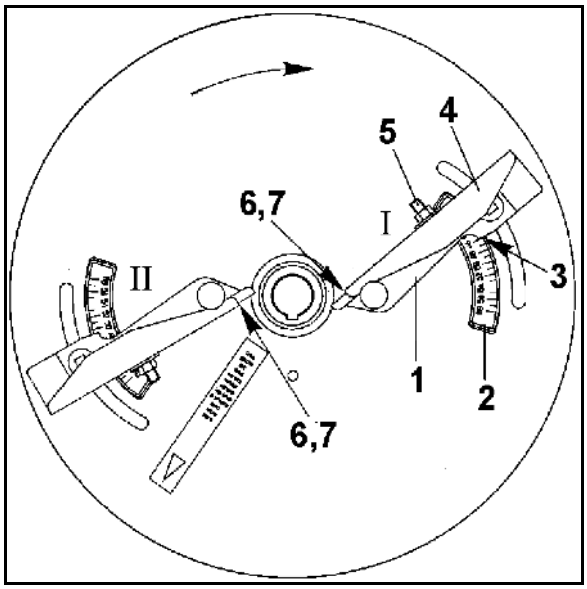

Rys. 82
następuje poprzez teleskopowe łopatki (Rys. 82/1), według danych z tabeli wysiewu, w zależności od rodzaju nawozu i odległości śladów pierwszego przejazdu od krawędzi pola, w następujący sposób:
1. Teleskopowe łopatki (Rys. 82/1) na tarczy wysiewającej, po poluzowaniu odpowiednich nakrętek motylkowych obrócić w obrębie skali (Rys. 82/2). Odczytać wartości liczbowe na krawędzi odczytu (Rys. 82/3) i ponownie dociągnąć nakrętki motylkowe.
2. Zewnętrzną część łopatki wysiewającej (Rys. 82/4) po poluzowaniu nakrętki (Rys. 82/5) ustawić na skali (Rys. 82/6) na wyższą wartość literową. Na skali odczytuje się pozycję zewnętrznej części łopatki wysiewającej według krawędzi odczytu (Rys. 82/7).